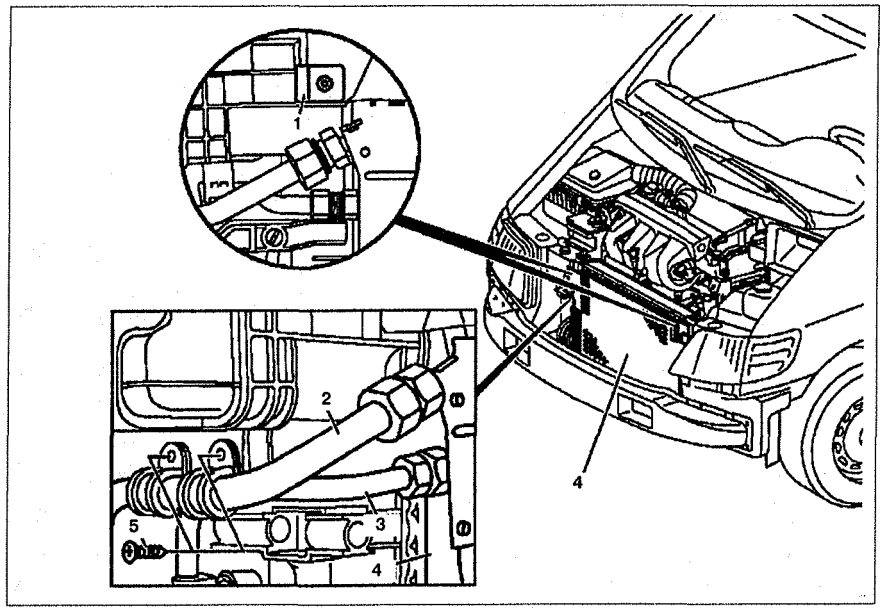

Рис. 2.108. Конденсатор кондиционера: 1. Хомуты, **2, 3.** Трубки системы кондиционирования, **4.** Конденсатор, **5.** Винт.
4. Открутите винт **5** (см.рис. 2.108).